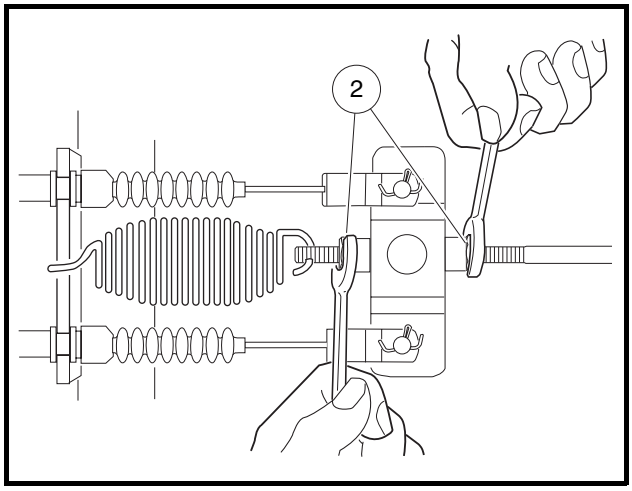

Figure 5-21 Loosen Front Brake Equalizer Rod Nuts
2.3. **Four-wheel brake vehicles only:** Loosen the front brake equalizer rod **(Figure 5-21, Page 5-16)**.